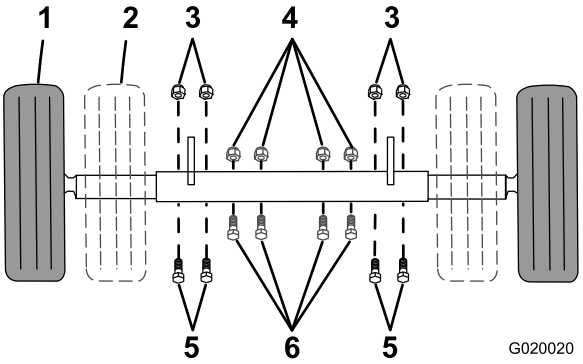

Figura 29
1. Punto de apoyo (2)
4. Retire los pernos y las tuercas que sujetan el eje interior al eje exterior (Figura 29).
- Deslice cada extremo del eje hacia dentro a la posición estrecha (Figura 29).
- Deslice cada extremo del eje hacia fuera a la posición extendida (remolcado) (Figura 29).
7. Introduzca los pernos a través de los taladros de los ejes (Figura 29).